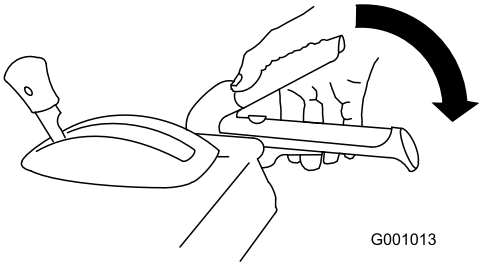

Bild 31
1. Drücken Sie zum Einkuppeln des Räumwerk-/Impellerantriebs den rechten Hebel (Räumwerk/Impeller) zum Handgriff (Bild 31).